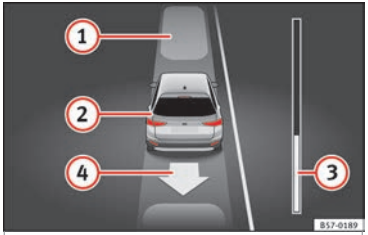

Fig. 222 On the instrument panel display: exiting a parallel parking space.
Key to the **Fig. 222**:
The progress bar »» Fig. 222 ③ indicates the distance to cover »» page 254.